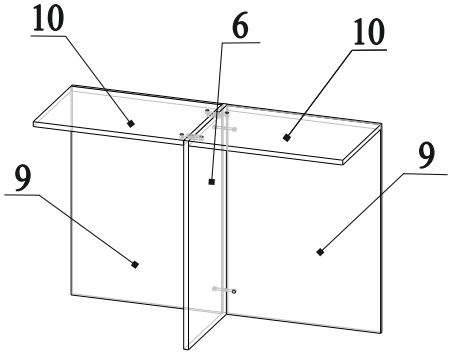

Рис.13
23. Соединить детали 6, 9 и 10, затянуть эксцентрики по часовой стрелки до упора (рис.13);